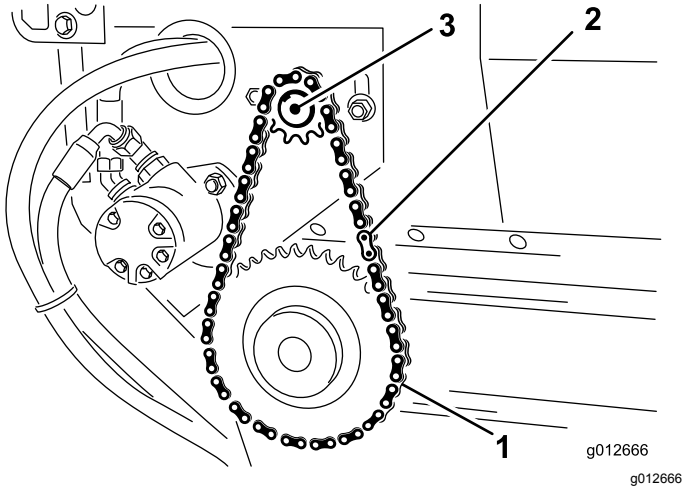

Figur 24
2. Fjern hovedleddet fra kjedet, og fjern kjedet fra det lille drevet (Figur 24).